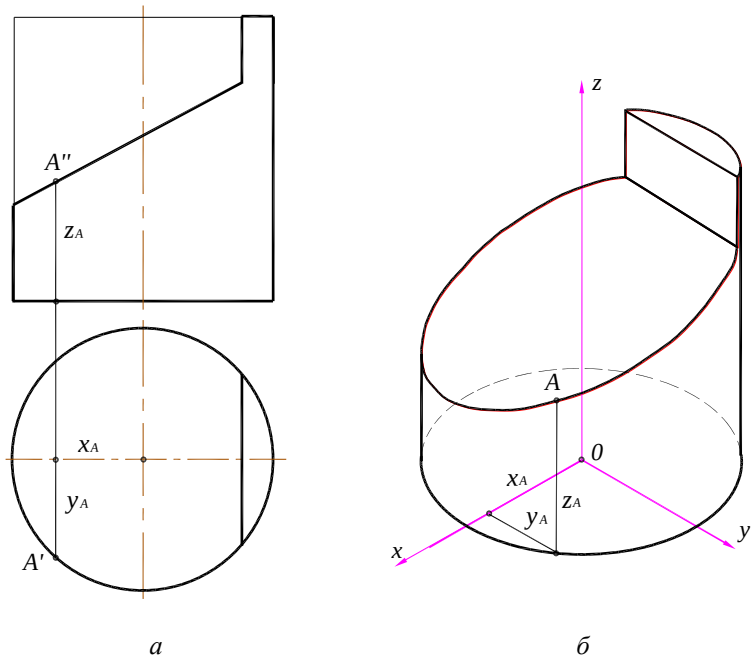
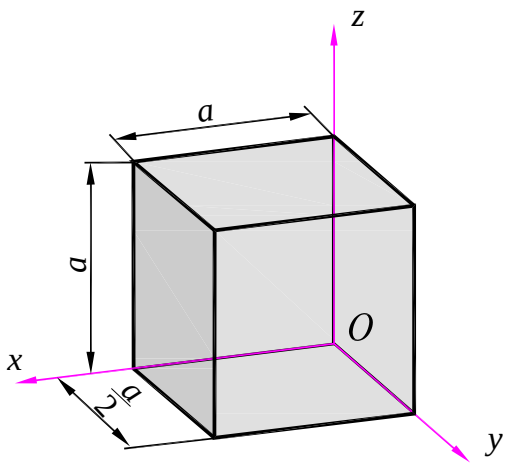

Рис. 13.4
Рис. 13.13
На рис. 13.4 приведен пример изометрической проекции цилиндрической детали, усеченной несколькими плоскостями, и показано построение точки *A*, принадлежащей одной из кривых.
*Решение.* Расположение осей прямоугольной диметрической проекции приведено на рис. 13.4. Начало координат разместим на пересечении граней куба. Нижнее основание куба размещается в плоскости *xOy* (рис. 13.13). В направлении оси *x* откладывается расстояние, равное полной длине куба *a*. В направлении оси *y* откладывается расстояние, равное половине длины стороны куба *a*/2. Из полученных точек проводятся стороны основания куба параллельно осям *x* и *y*.